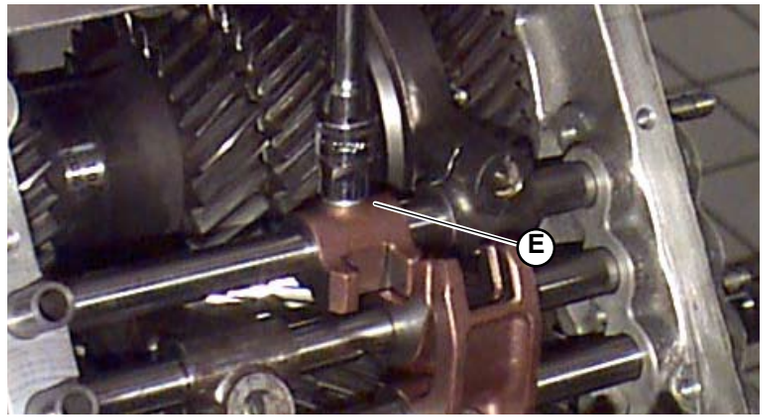

Fig.8
13. Fasten the reverse gear control tooth (reference) by means of a screw applied with medium strength thread stop (**E-Fig.8**); tighten to the prescribed torque: